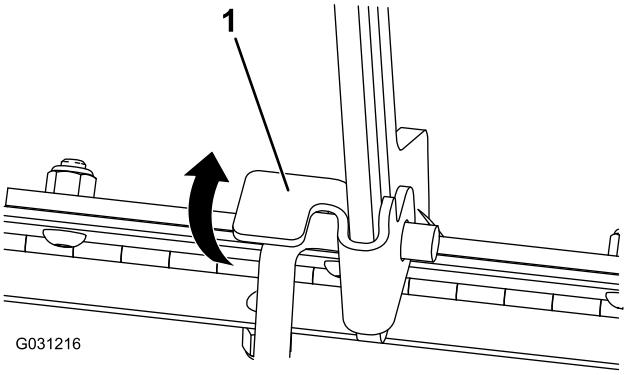

Figuur 37
1. Trek het lipje op de steunstang omhoog (Figuur 37)